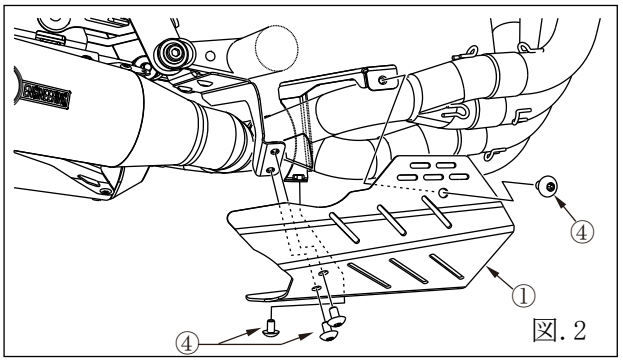

図. 2
③ 図. 2 を参考に EXHAUST GUARD(部品表①)、トルクストラスヘッドボルト M6X10(部品表④)を前後ステーへ仮組し、穴位置を調整します。
④ STAY ASSY REAR(部品表③)取り付けボルト、STD M6X12 に軽くトルクをかけ、EXHAUST GUARD(部品表①)を取り外します。